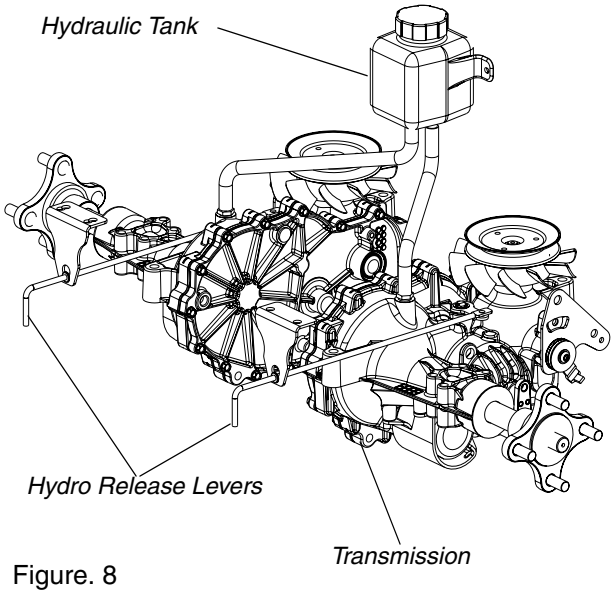

Figure. 8
h. Remove the hydraulic filter from each transaxle to allow hydraulic oil to drain. (See Figure 8)